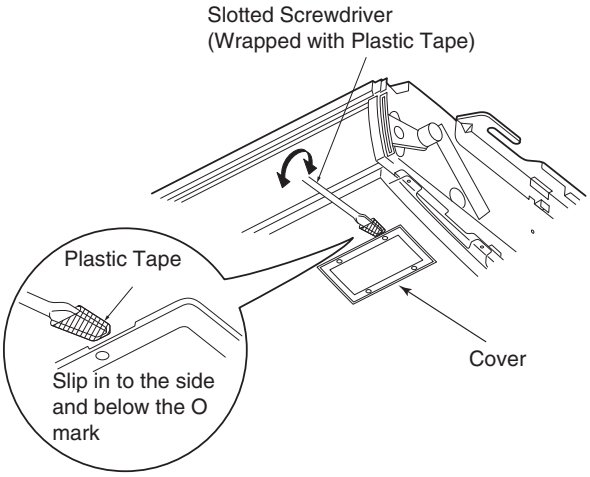
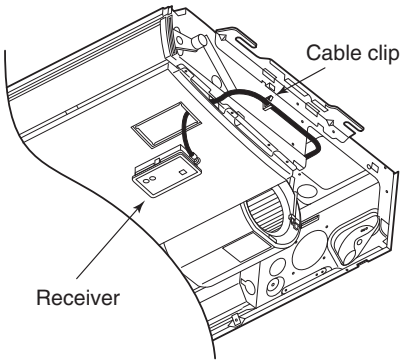
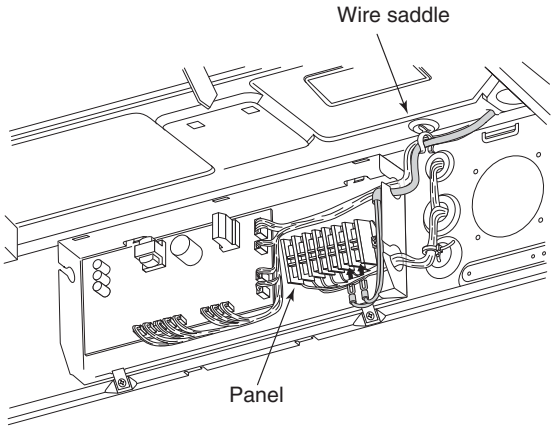

Fig. 3-7
Fig. 3-8
Fig. 3-9
(2) Wrap the tip of a slotted screwdriver with plastic tape and then slip it in to the side of and under where O is printed on the cover, wiggling the cover free. (Fig. 3-7) (Be careful not to scratch the panel.)
(3) After passing the lead wire through the panel, install the receiver in the hole in the panel. (The projecting parts of the receiver is held in the hole in the panel)
(4) Fasten the receiver's lead wire to the cable clip that is holding the wire from the louver motor. (Fig. 3-8)
(5) Attach the side panel.
(6) Put the receiver's lead wire together with other wires, such as the louver motor wire and fasten them with the wire saddle. (Fig. 3-9)